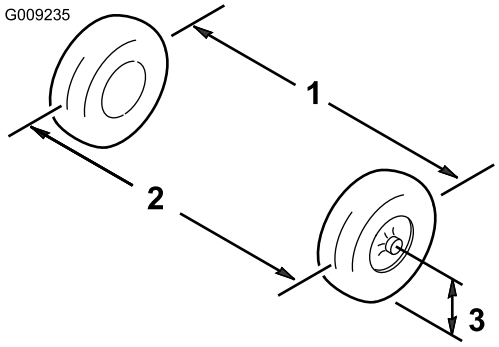

Figura 62
6. Misurate la distanza tra gli pneumatici anteriori all'altezza dell'assale, davanti e dietro le ruote (Figura 62).